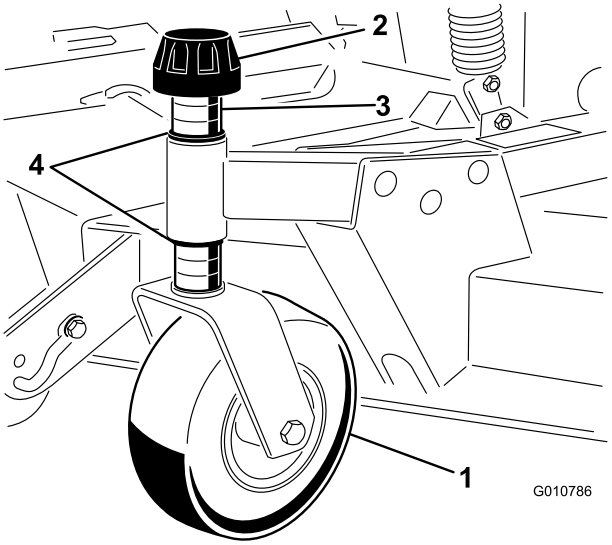

Figur 8
1. Ta bort spännlocket från spindelaxeln och skjut ut spindeln ur främre svänghjulsarmen (Figur 8).